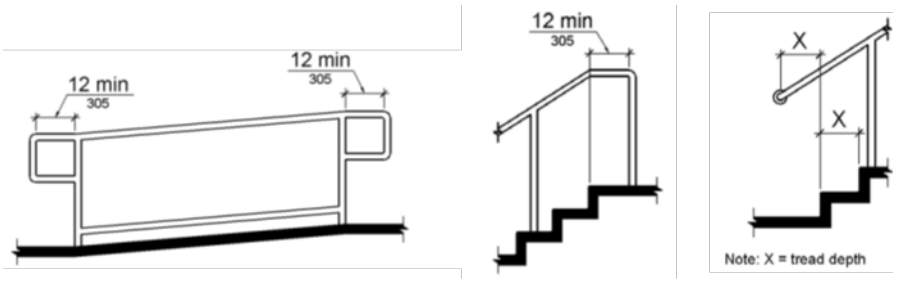

Figure 2-3 Handrails
- At the top of the stairs, handrails shall extend horizontally 12” minimum directly above the stair riser and shall return to the wall or guard, as shown in Figure 2-3.
- At the bottom of the stairs, handrails shall extend a distance at least equal to one tread depth beyond the last riser and return to the wall or guard, as shown in Figure 2-3.